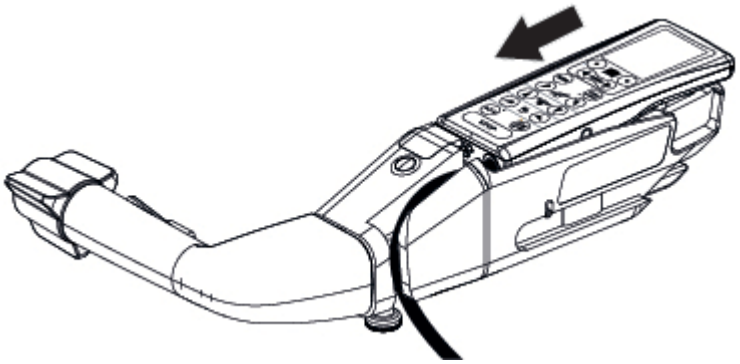

Abbildung 6-7. Installieren der Handsteuerung
2. Schieben Sie die Handsteuerung in den Griff für motorisierten Transport. Siehe *Abbildung 6-7*.